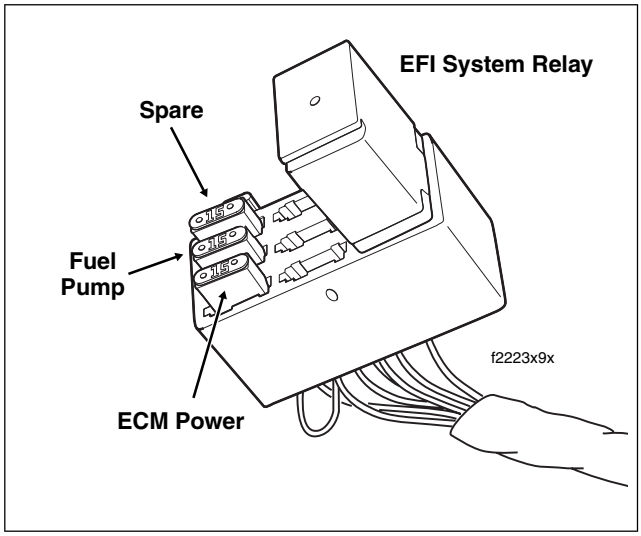

Figure 5-31. EFI Fuse Block
See Figure 5-31. The fuel pump fuse is located in the fuse block under the right side cover. The fuel pump can be turned on with the Scanalyzer or by applying battery voltage to the fuel pump fuse.
a. See Figure 5-31. Pull the fuel pump fuse from the EFI fuse block.
7. See Figure 5-31. Install fuel pump fuse.